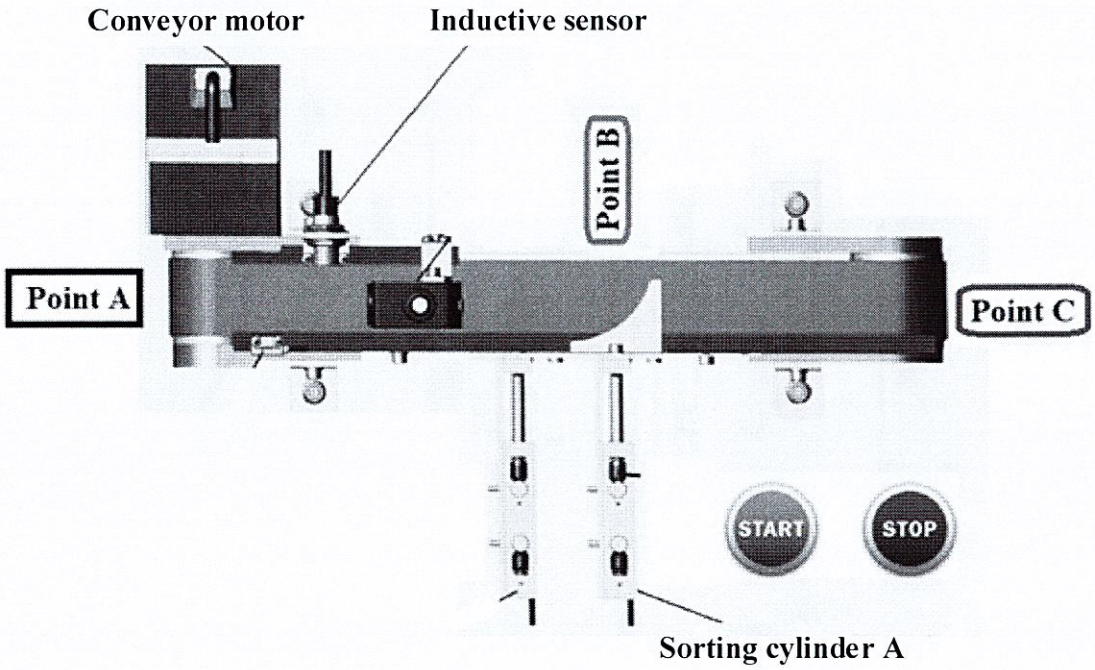

Figure B2: Conveyor system
Figure B2 shows a Part Sorting System. There are two (2) types of objects to be sorted, metal parts and plastic parts. Both types of objects will start moving from Point A.